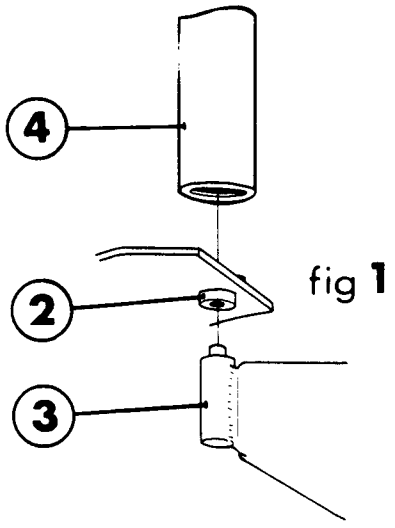

fig 1
Position the scoop bearing (2) in the anvil (3) and knock it out with the mandrel (4). Fig. 1.